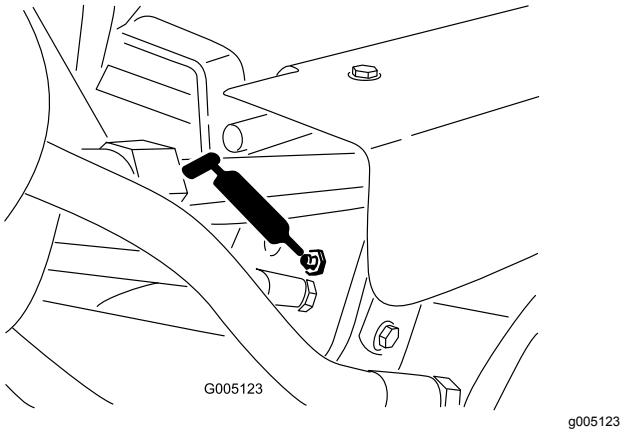

Figur 35
- Lyftcylindrarna (3) (Figur 35)